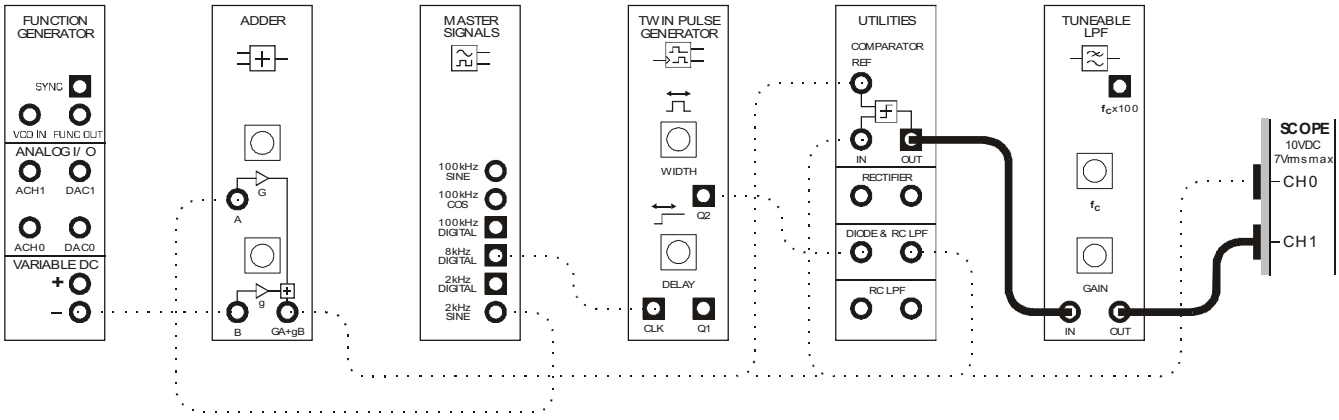
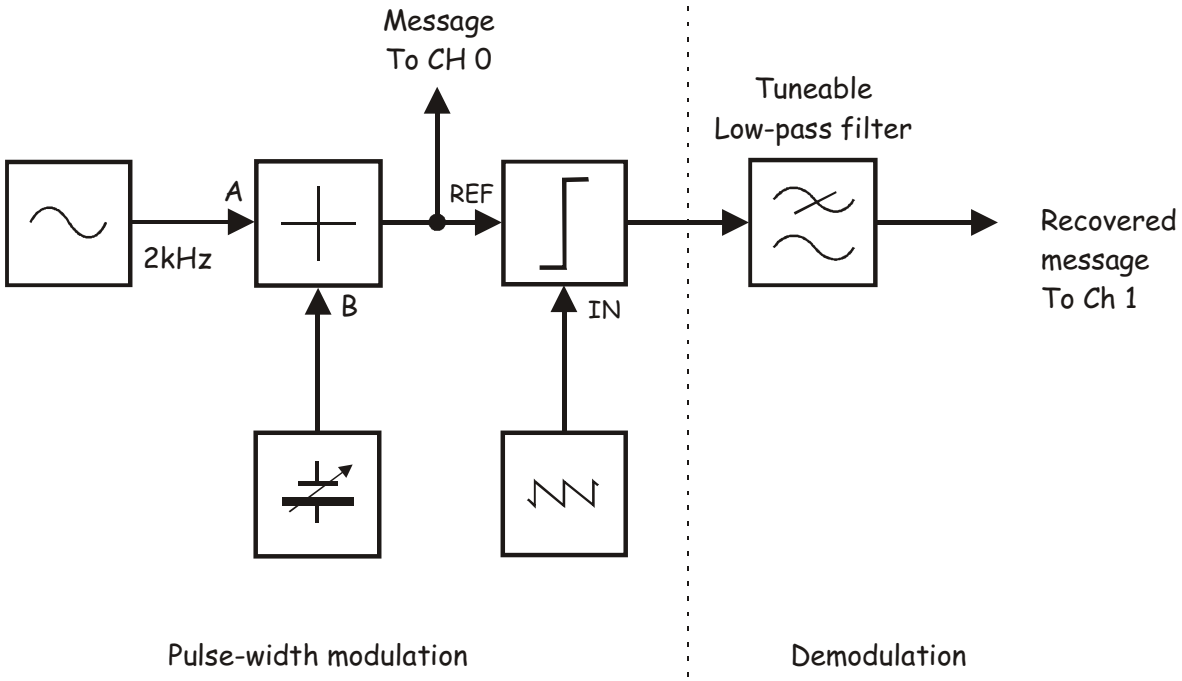

Figure 14
Figure 15
46. Modify the set-up as shown in Figure 14 below.
The set-up in Figure 14 can be represented by the block diagram in Figure 15 below. The Tuneable Low-pass Filter module is being used to pick-out the copy of the original message that's makes up PWM output signal's spectrum.